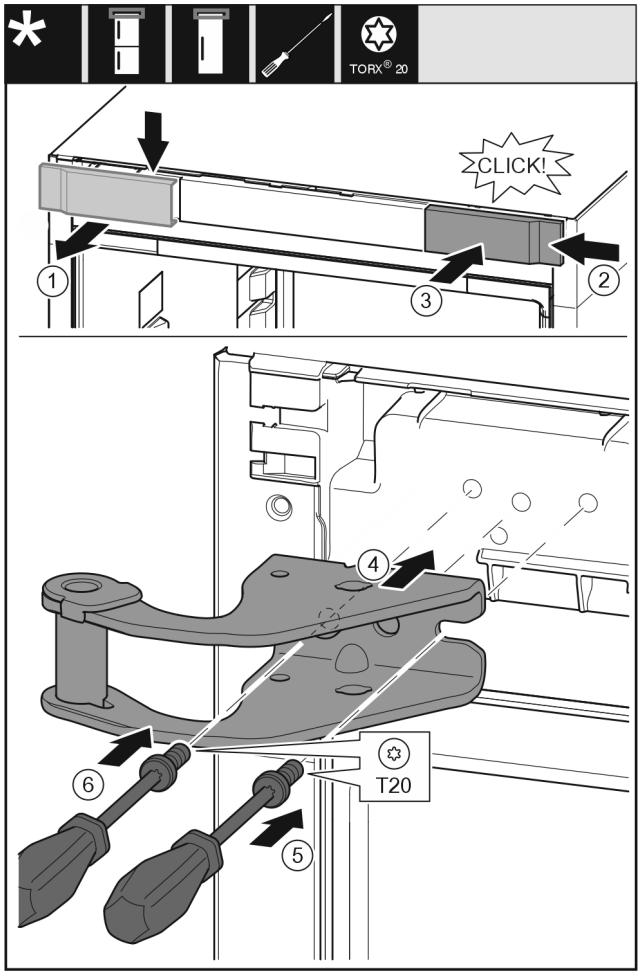

Fig. 15
- ▶ Abdeckung von oben nach vorne abnehmen. *Fig. 15 (1)*
- ▶ Abdeckung um 180° gedreht auf der anderen Seite von rechts einhängen. *Fig. 15 (2)*
- ▶ Abdeckung einrasten. *Fig. 15 (3)*
- ▶ Oberen Lagerbock ansetzen. *Fig. 15 (4)*
- ▶ Schraube mit Schraubendreher T20 ansetzen und festdrehen. *Fig. 15 (5)*
- ▶ Schraube mit Schraubendreher T20 einsetzen und festdrehen. *Fig. 15 (6)*